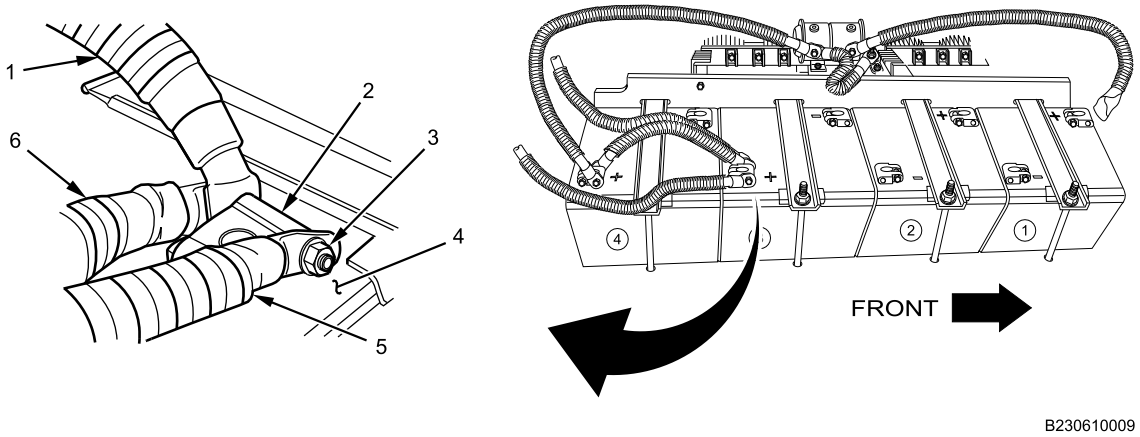

Figure 7. Battery 3 Positive Connections.
4. Install terminal bolt, NATO power feed cable terminal (Figure 7, Item 1), and battery 3 positive-to-battery 4 positive jumper cable (Figure 7, Item 6) on battery 3 positive stud adapter clamp (Figure 7, Item 2).
5. Install starter power feed cable terminal (Figure 7, Item 5) on terminal bolt on battery 3 positive stud adapter clamp (Figure 7, Item 2).
6. Install nut (Figure 7, Item 3) on terminal bolt on positive stud adapter clamp (Figure 7, Item 2) of battery 3 (Figure 7, Item 4) and tighten securely.